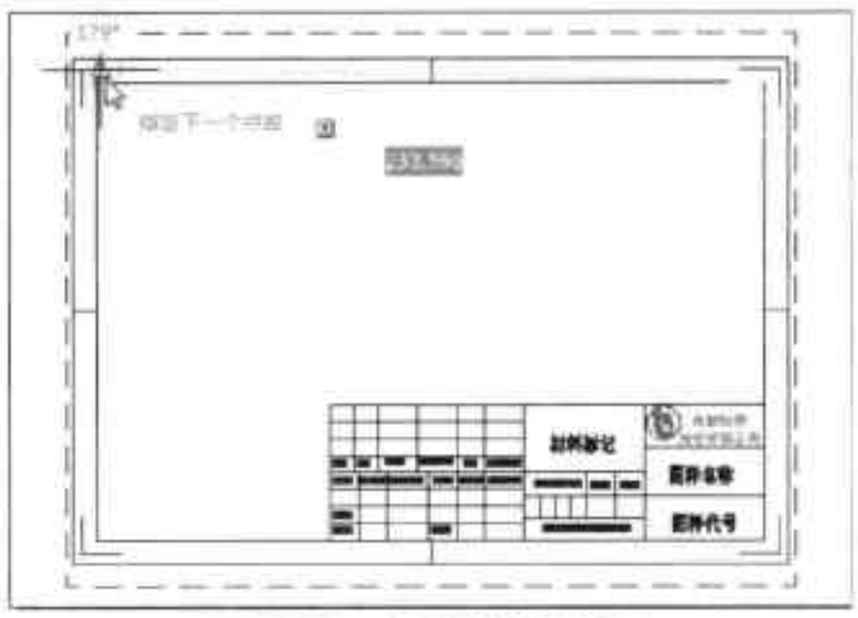

图2-53 绘制多边形视口
Step 05 执行“布局>布局视口>多边形”命令，在当前布局视图中，沿着图框绘制视口，如图2-53所示。